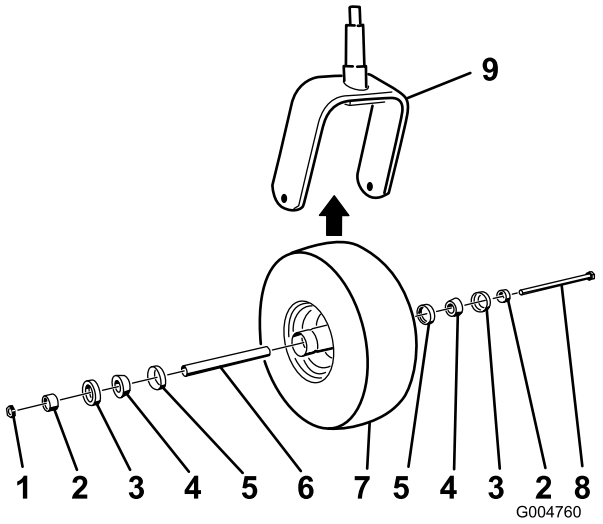

Figur 50
2. Skru låsemøtrikken af bolten, der holder styrehjulsenheden fast i styrehjulsgaflen (Figur 50).
5. Saml styrehjulet ved at skubbe konuslejet og lejetætningerne, der er godt pakket med fedt, ind i hjulnavet. Delene skal være placeret som vist i Figur 50.